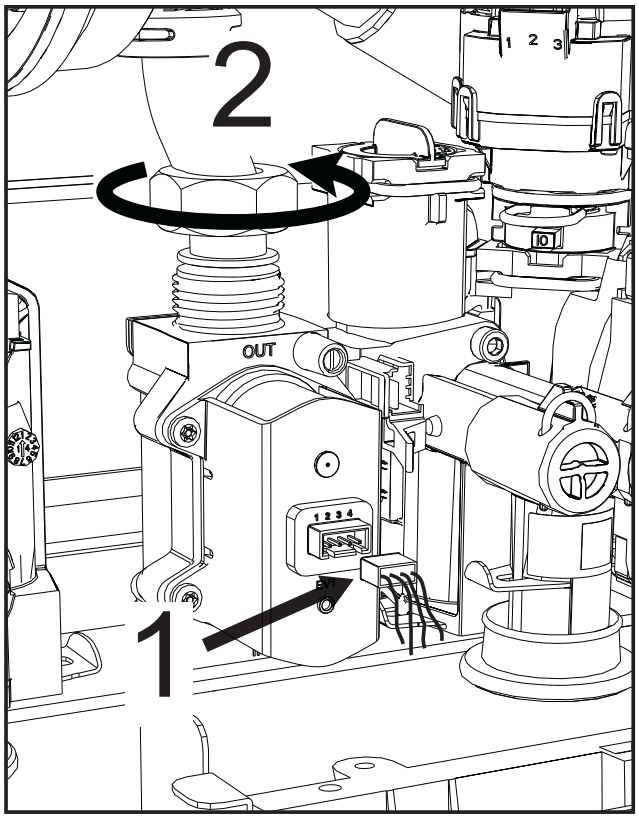

рис. 43
- Отсоедините электрические разъемы **1** (рис. 43).
- Отсоедините трубку подачи газа **2** (рис. 43).